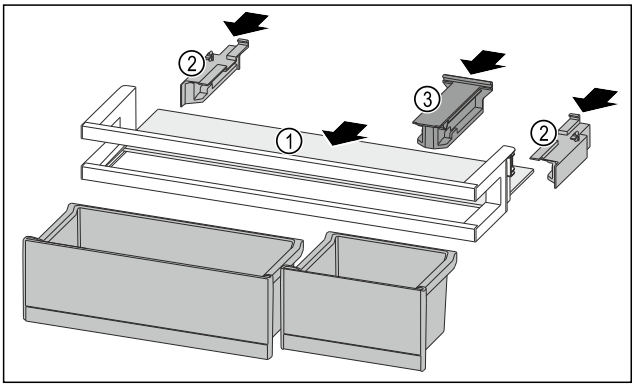

Fig. 203
▶ Abstellfläche *Fig. 203 (1)* in die seitlichen Aussparungen einschieben.
▶ Seitenteile *Fig. 203 (2)* einsetzen.
▶ Halteteil *Fig. 203 (3)* einsetzen.